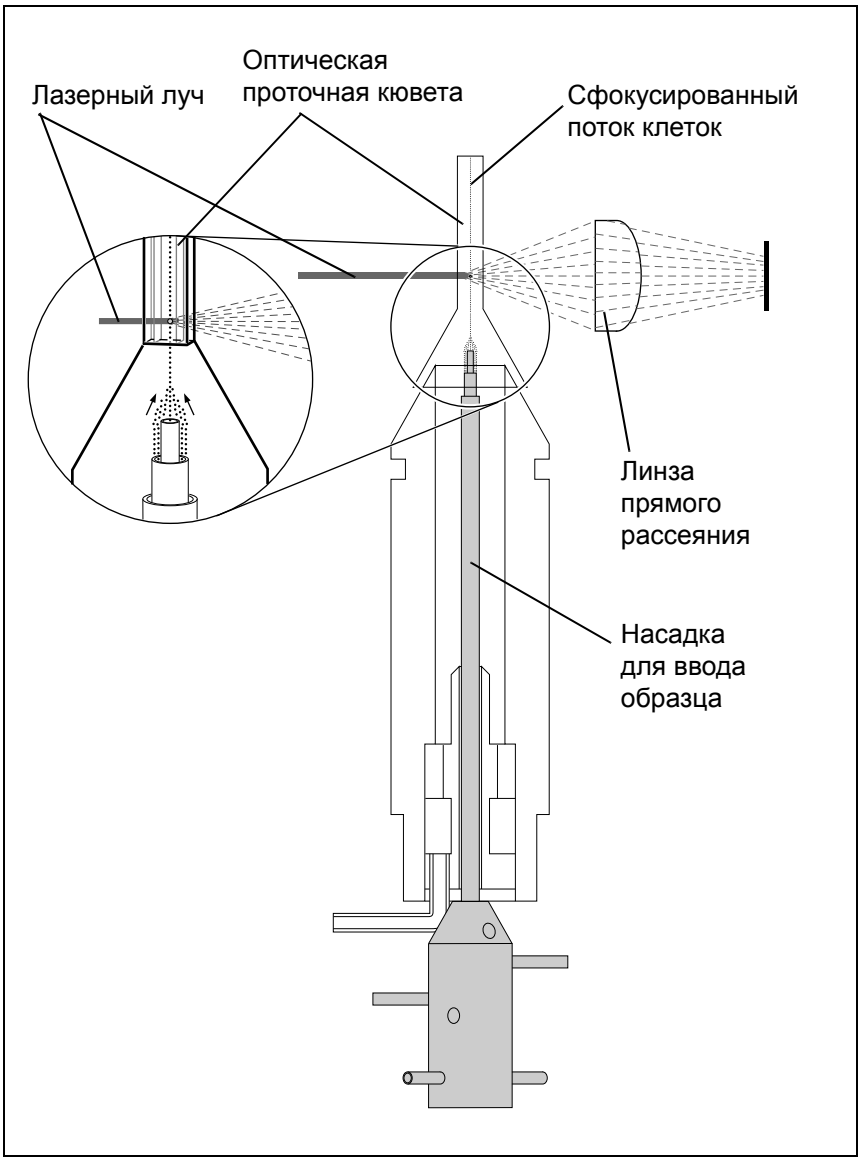

Рисунок 3.6: Процесс, протекающий в оптической проточной кювете
3. В оптической проточной кювете гидродинамическая фокусировка помещает образец в центр быстро движущейся, не содержащей клеток жидкой оболочки, состоящей из дилюента/фокусирующего реагента. Сочетание особых геометрических пропорций, давления, приводящего жидкость в движение, и коэффициента разведения приводит к тому, что клетки выстраиваются в один ряд для прохождения через проточную кювету. (См. Рисунок 3.6)